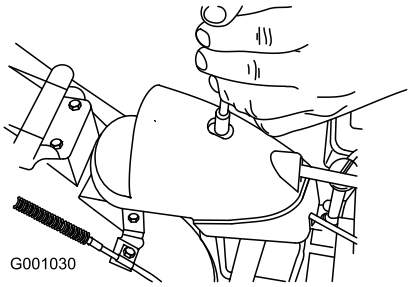

Figur 51
1. Fjern festene på girdekslet (Figur 51), løft fronten på dekslet opp og skyv det bakover så det ikke er i veien.